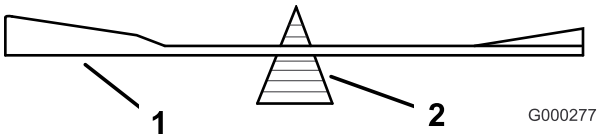
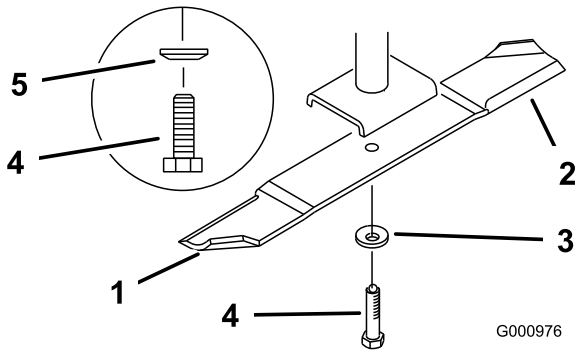

Figura 82
Figura 83
2. Retire del eje el perno de la cuchilla, la arandela de muelle y la cuchilla (Figura 83).
2. Verifique el equilibrio de la cuchilla colocándola sobre un equilibrador de cuchillas (Figura 82). Si la cuchilla se mantiene horizontal, está equilibrada y puede utilizarse. Si la cuchilla no está equilibrada, rebaje algo el metal en la parte de la vela solamente (Figura 83). Repita este procedimiento hasta que la cuchilla esté equilibrada.
1. Instale la cuchilla en el eje (Figura 83).
2. Instale la arandela de muelle y el perno de la cuchilla. El cono de la arandela de muelle debe estar orientado hacia la cabeza del perno (Figura 83). Apriete el perno de la cuchilla a 115-149 Nm.